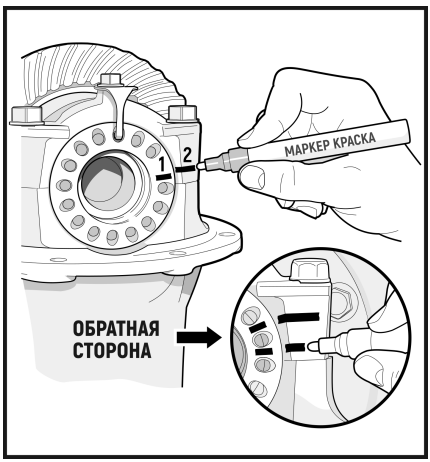

Рис. 6
1.11 Маркером нанесите линию на регулировочную гайку (**1**) и на прилегающую крышку подшипника (**2**): одну линию с одной стороны, две — с другой. (**Рис. 6**)